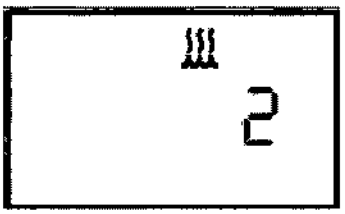

Figura 6–6 Pantalla de ajuste del humidificador
1. En las pantallas de supervisión o en espera (standby), mantenga pulsado el botón durante 4 segundos aproximadamente. Aparece la pantalla de ajuste del humidificador, tal como se ilustra en la figura 6–6.